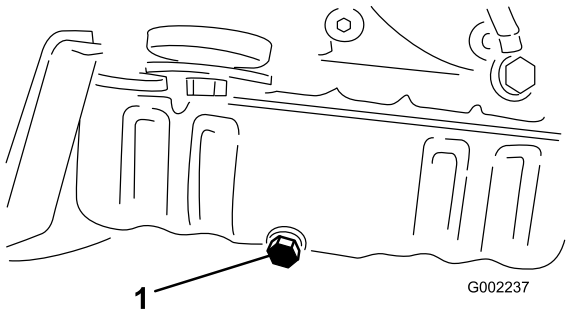

Figuur 39
5. Verwijder de aftapplug (Figuur 39).